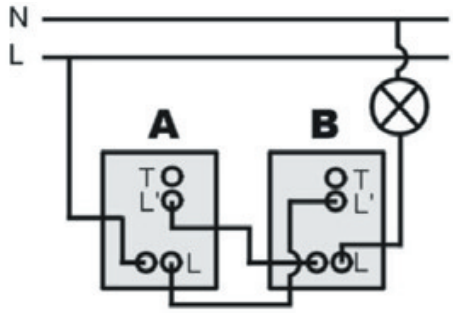

Fig. 8 ZV810 ZV810
3. To replace both 2 way switches in a two way circuit. (See Fig. 8)
3. When two sensor switches are used in a two way circuit (See Fig. 8) the operation will be as follows:-